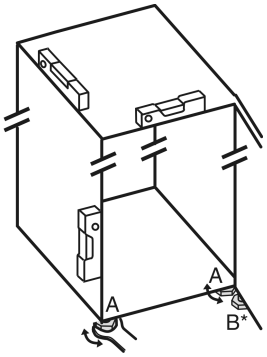

Fig. 27
▶ Nastavljive noge *Fig. 27 (A)* odvijajte s priloženim ključem z odprtim koncem in vodilom, dokler naprava ni trdno poravnana in vodoravna.
▶ Nastavljivo nogo *Fig. 27 (B)* na ležajnem podstavku spodaj odvijajte s priloženim ključem z odprtim koncem, dokler ne stoji trdno na tleh.
▶ Nastavljivo nogo *Fig. 27 (B)* obrnite še za največ 90°, da preprečite poškodbe vrat.